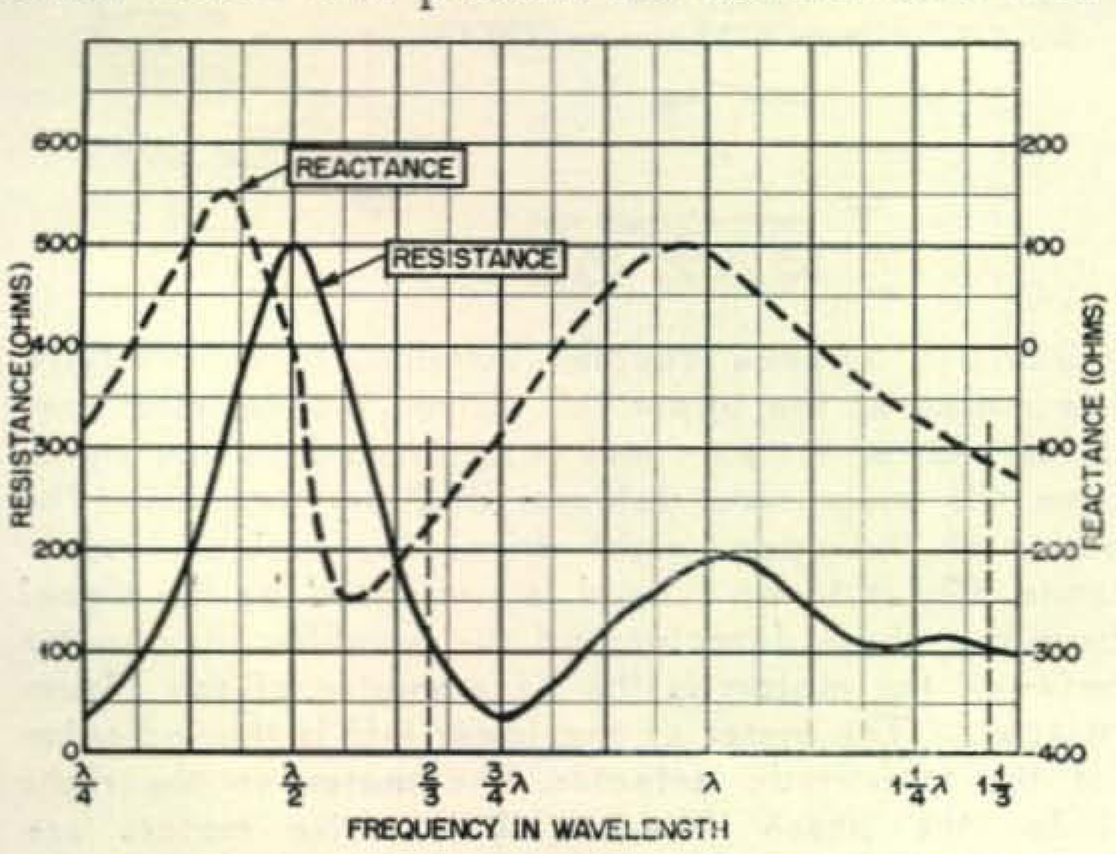

Fig. 3. Vertical antenna characteristics. Note: These curves are representative and probably will not apply to any other particular antenna.
Figure 3 shows the above data graphically. It must be emphasized that this figure is representative only, and that it will be difficult, if not impossible, to reproduce these characteristics in any particular antenna.
b. By selecting an antenna with physical length approximately that of a horizontal half-wave antenna, an electrical length of about 2/3 wavelength would result. As indicated in *Fig. 3*, the resulting re-